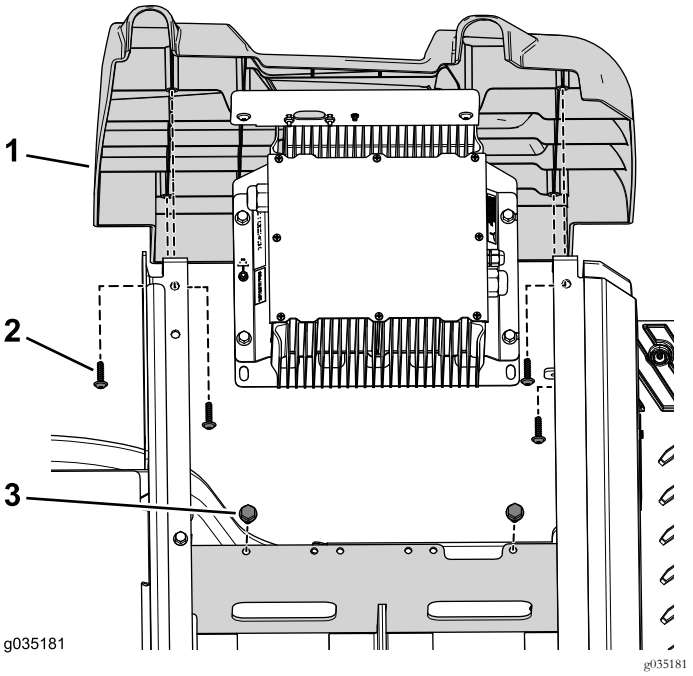

Bild 87
9. Befestigen Sie die Halterung des Ladegeräts mit den zwei Schrauben (3/8" x ¾") am Batteriefach (Bild 87).